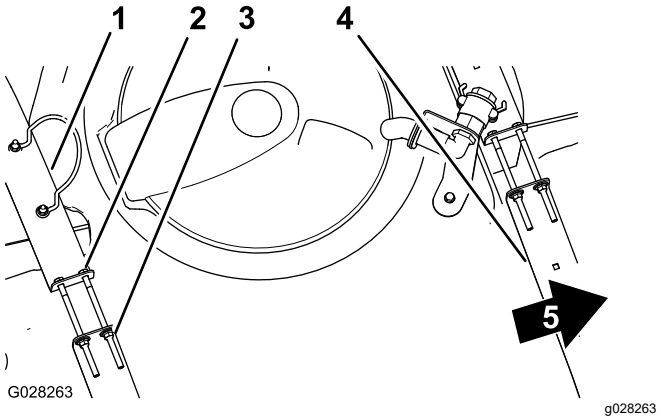

図 31
2. タンクとタンク固定ベルトとの間に、たるみができていないか点検する図 31。
3. ベルトにゆるみがある場合には、ベルトの上部にあるフランジロックナットとボルトを締めてベルトとタンクとが面一になるようにする図 31。